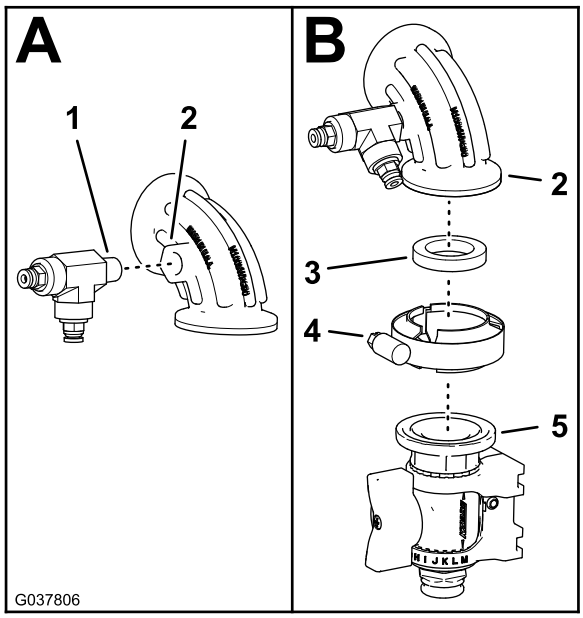

Figura 88
5. Monte el acoplamiento en T que retiró en el paso 4 de Desconexión del tubo del sensor de presión y la manguera de alimentación—Kit opcional de pistola de fumigación o Kit de carrete de manguera eléctrico (página 9) en el codo de 90° con conector de presión (Figura 88).
6. Monte el codo de 90º en la válvula de cierre (Figura 88) con una junta (25 mm x 35 mm) y una brida de fijación (40 mm – 64 mm).